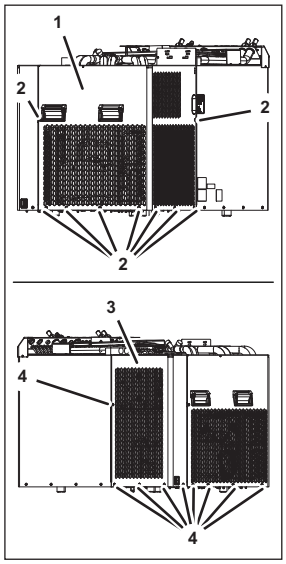

Fig. 28
1. Remove the fastening bolts (Fig. 28/2) from the sheet casing (Fig. 28/1).
2. Lift off the sheet casing (Fig. 28/1).
3. Remove the fastening bolts (Fig. 28/4) from the sheet casing (Fig. 28/3).
4. Lift off the sheet casing (Fig. 28/3).
5. Position the new sheet casing (Fig. 28/3) on the unit.
6. Attach the sheet casing (Fig. 28/3) using the fastening bolts (Fig. 28/4).
7. Position the new sheet casing (Fig. 28/1) on the unit.
8. Attach the sheet casing (Fig. 28/1) using the fastening bolts (Fig. 28/2).